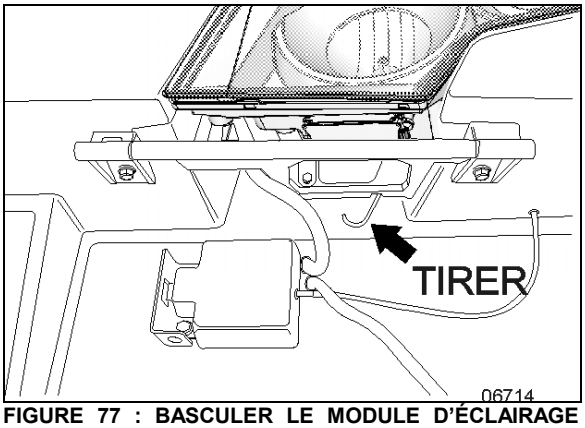

FIGURE 77 : BASCULER LE MODULE D'ÉCLAIRAGE AVANT
3. Tirer sur la tige illustrée sur la **FIGURE 77** pour faire pivoter le phare.